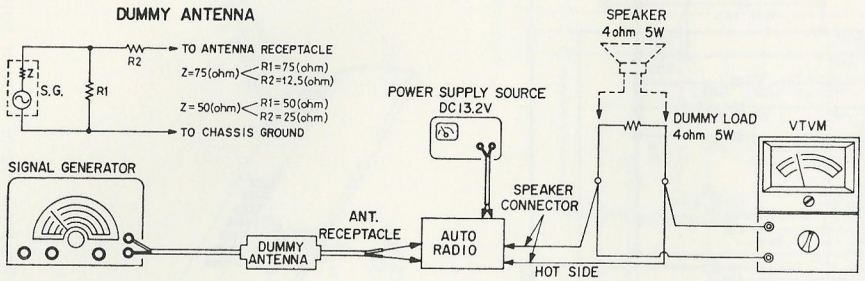

Fig. 7
(1) Connections Refer to Fig. 7